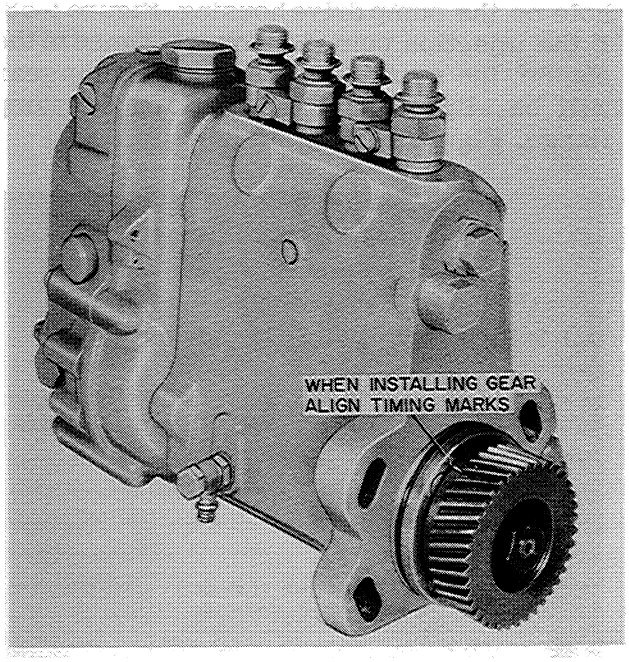

Figure I-62
When installing the pump gear, align the mark on the pump gear with the mark on the pump flange, Figure I-62.
1. Turn the pump gear counter-clockwise, about the width of one tooth from the mark on the injection pump flange. This will allow the two marks to become aligned when the pump gear is slipped into mesh with the small helical pinion drive gear, in the pump housing, Figure I-62.